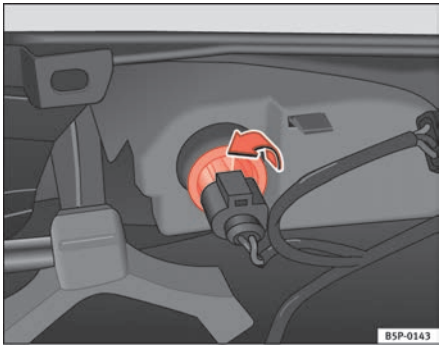

Fig. 189 Lamp on interior side of bumper
– Rotate the lamp holder to the left, and remove it in the direction of the arrow ⇒ fig. 189.